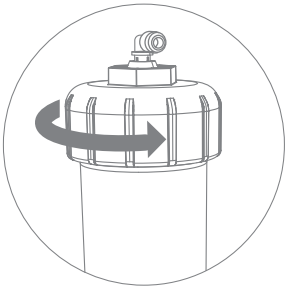

Рис. 4
3. Открутите крышку корпуса мембраны (рис. 4).